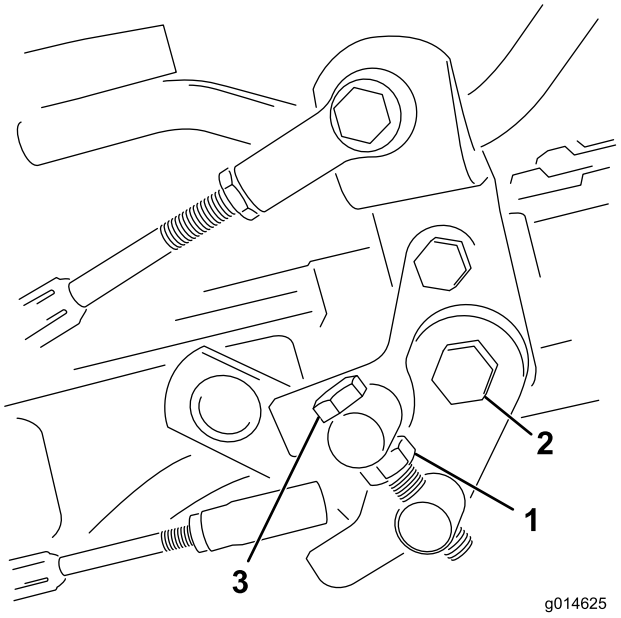

**Figur 51**
1. Lossa kontramuttern på justeringsbulten (Figur 51).
4. Dra åt kontramuttern på justeringsbulten och muttern på pedaltappen för att låsa justeringen (Figur 51). Kontrollera justeringen och ändra vid behov.